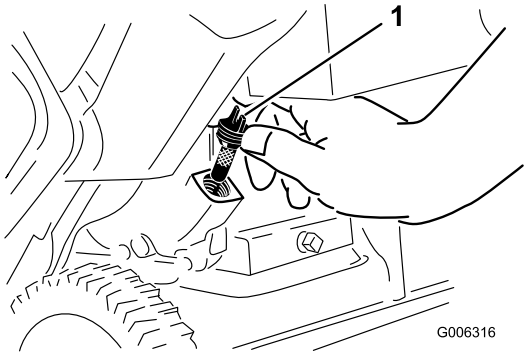

Figur 30
6. Rengör runt oljepåfyllningslocket (Figur 30).
7. Skruva loss oljepåfyllningslocket och ta bort det (Figur 30).